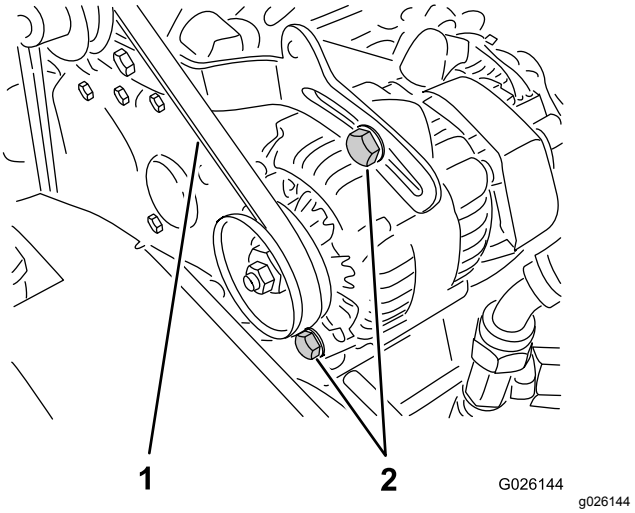

**Figur 62**
2. Kontroller spændingen ved at trykke ned på remmen midt mellem remskiverne på krumtapakslen og generatoren med en belastning på 10 kg (Figur 62).
A. Løsn generatorens to monteringsbolte (Figur 62).
B. Drej generatoren med en løftestang, indtil den korrekte remstramning opnås, og spænd derefter monteringsboltene (Figur 62).